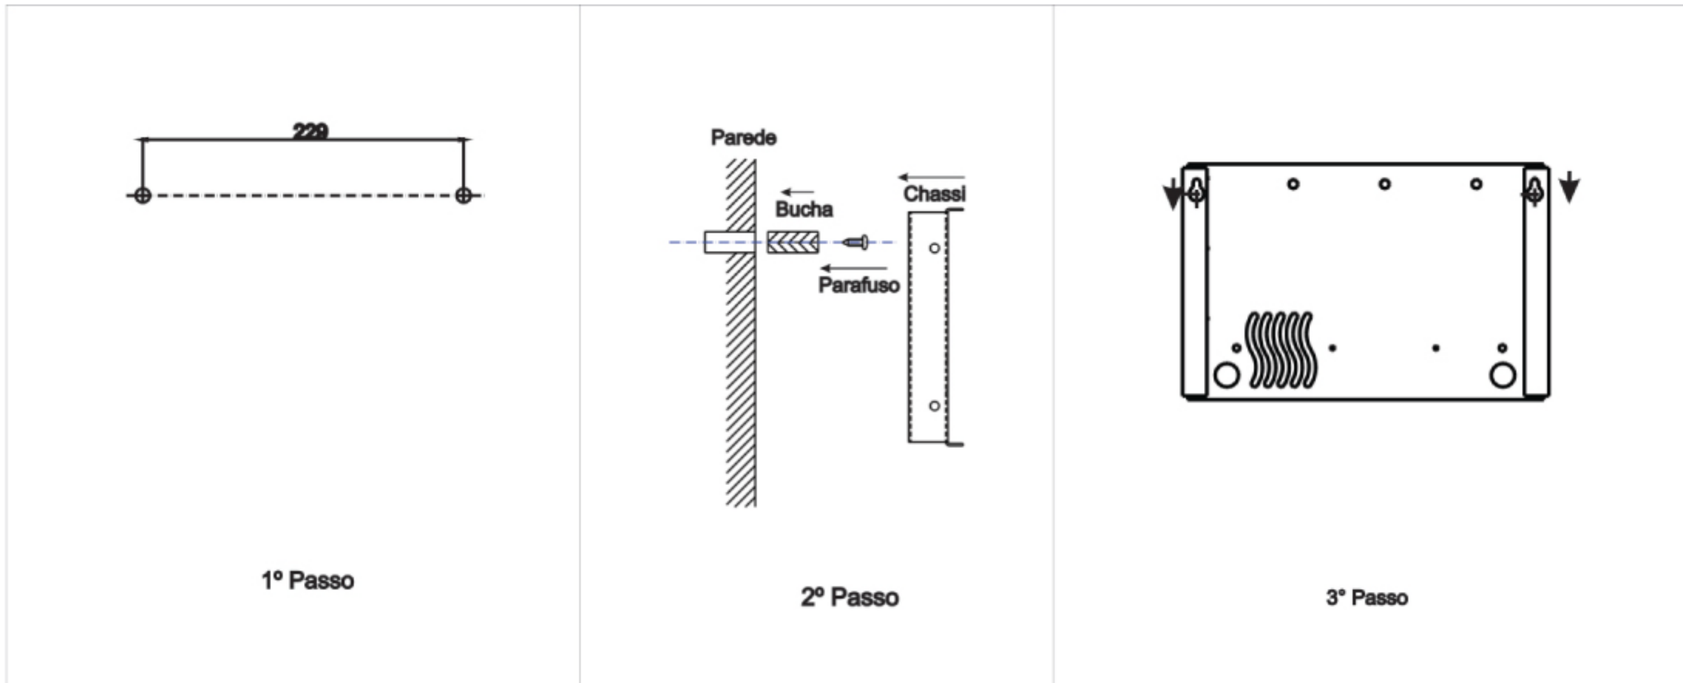

figura 10
8. Fixe o chassi de alumínio da caixa de comando na parede, fazendo uso dos parafusos e buchas que acompanham o seu equipamento. Para isso é necessário que se faça dois furos de 6mm de diâmetro distantes 229 mm um do outro na parede onde será fixado o gabinete da caixa de comando de seu **AQUA CLOR**. Após a execução dos furos, introduza as buchas na parede e rosqueie os parafusos de modo a permitir o encaixe do chassi de alumínio, conforme ilustrado na **figura 10**.